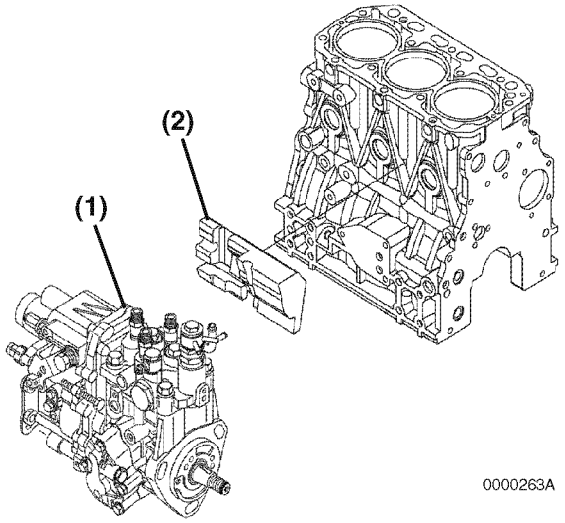
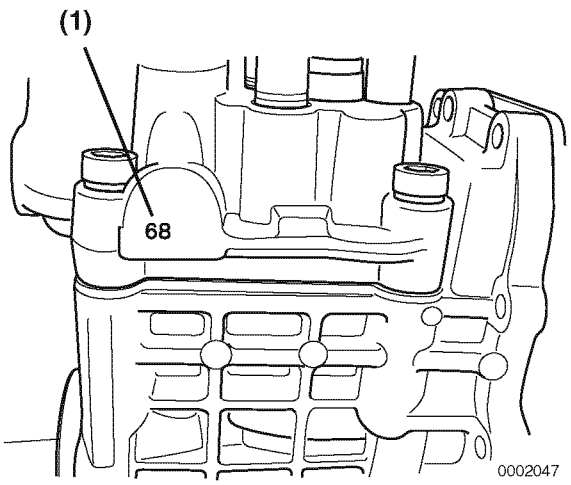

Figure 7-20
Figure 7-21
Note: Some model engines may require the intake manifold and fuel injection pump insulator **(Figure 7-20, (2))** be removed to access the inner fuel injection pump **(Figure 7-20, (1))** retaining nuts.
24. Remove the fuel injection pump **(Figure 7-20, (1))**. For purposes of future injection timing purposes, record the fuel injection pump timing index number located on the boss on the engine side (back) of the of the fuel injection pump **(Figure 7-21, (1))**.